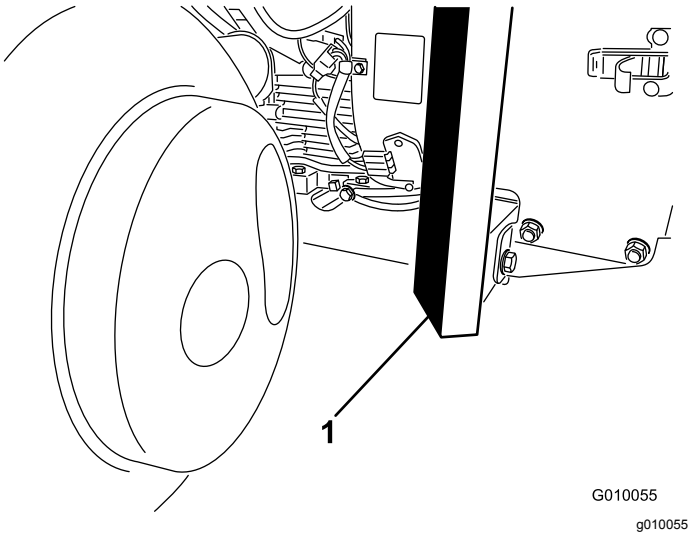

Figur 41
3. Plasser jekken trygt under den fremre delen av rammen (Figur 41).